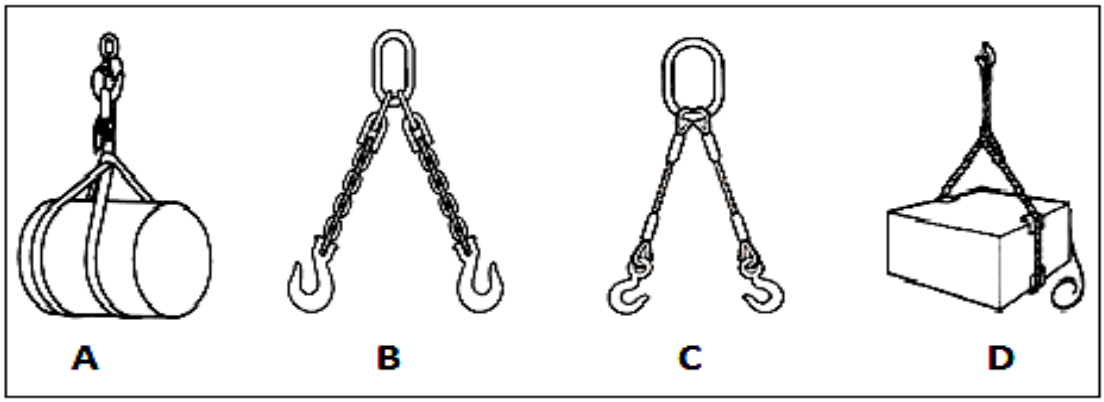

FIGURE 4 (4)
5.1 FIGURE 4 shows different types of slings that are used in rigging.